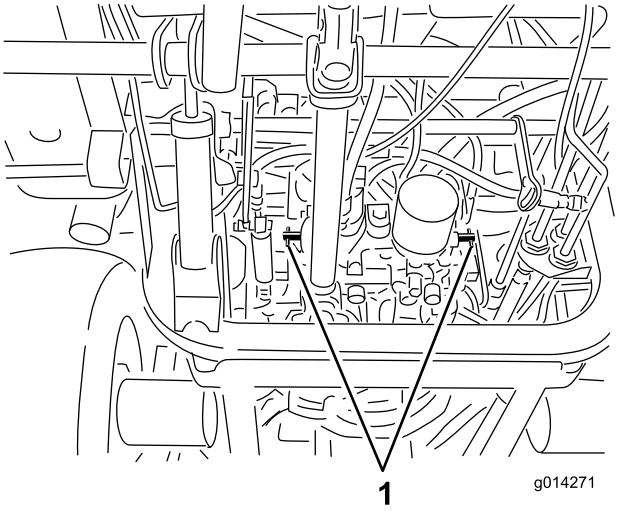

Figur 34
4. Drei hver omløpsventil mot klokken én omdreining (Figur 34).
Drei hver omløpsventil med klokken én omdreining og fest dem for hånd (trekk til med et moment på omtrent 8 Nm) (Figur 34).